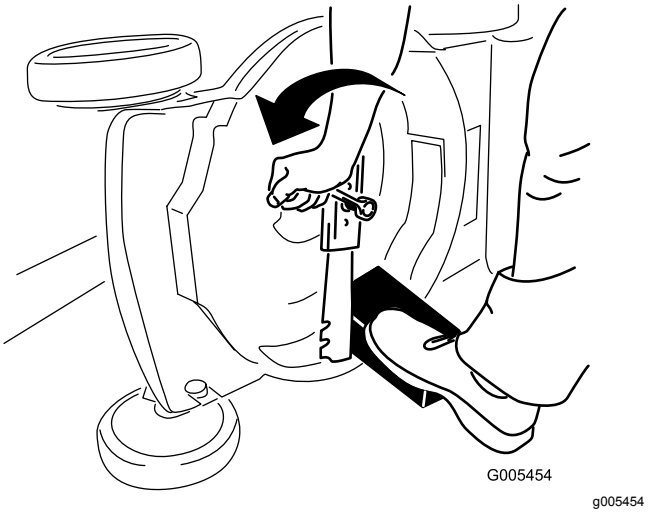

Figur 43
3. Håll kniven stilla med hjälp av en träkloss (Figur 43).